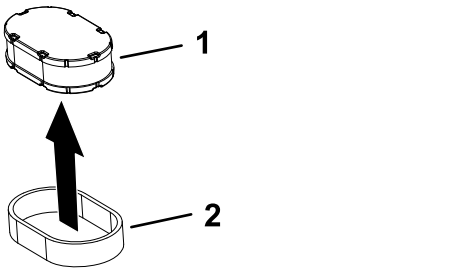

Figuur 39
5. Scheid het schuim- en papierelement (Figuur 39).